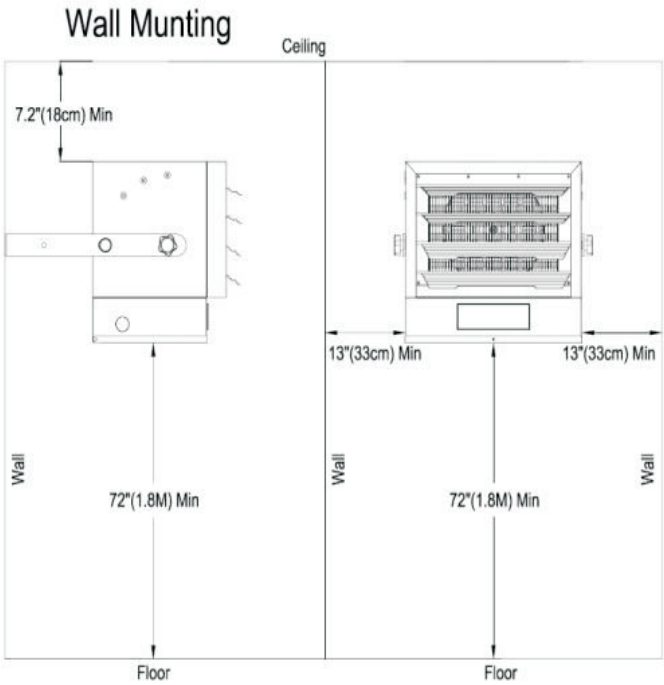

Figure 4
1. Locate the wood stud or joist in ceiling and mark line in location for heater to be installed. **NOTE:** The wall/ceiling mounting bracket allows installation onto a wall or ceiling using the specific mounting holes and minimum clearances as shown in Fig 4 and 5.